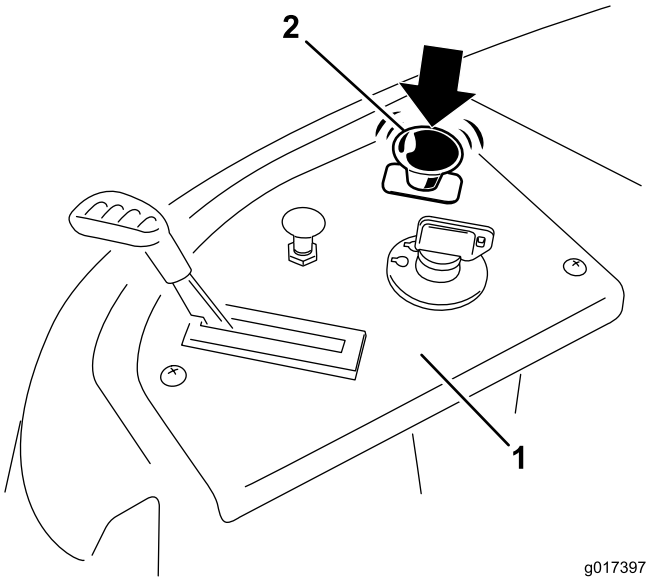

**Figur 16**
Skyv knivkontrollbryteren ned for å bevege den til Av-stilling, og deaktivere knivene (Figur 16).
1. Deaktiver knivene ved å flytte knivkontrollbryteren til Av (Figur 16).